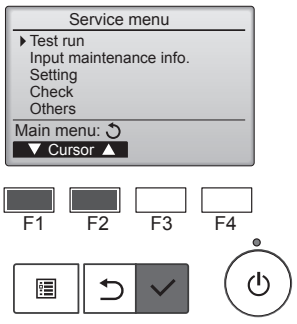

Fig. 7-1
① Välj “Test run” (Testkörning) från Servicemeny och tryck på [VÄLJ]. (Fig. 7-1)